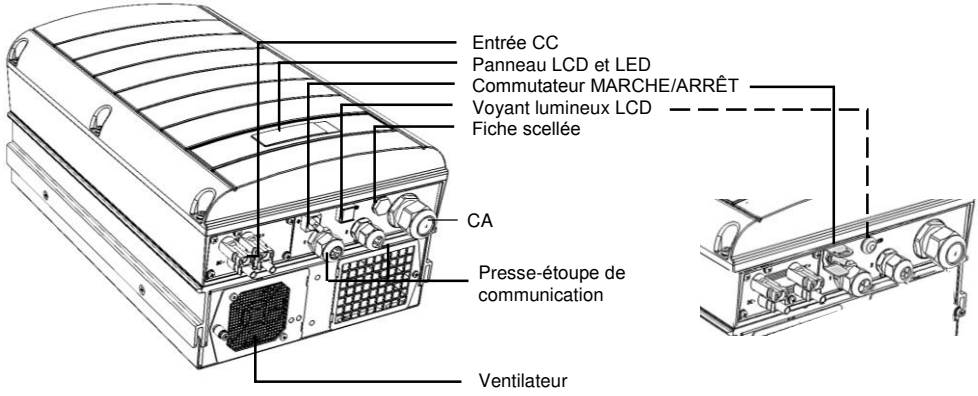

**Figure 3 : Connecteurs de l'onduleur (exemple triphasé)**
**4** Ouvrez le presse-étoupe du câble CA et insérez le câble dans le presse-étoupe (voir la Figure 3)